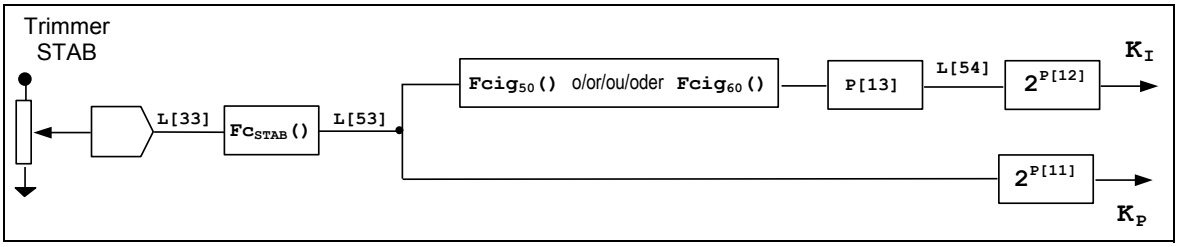
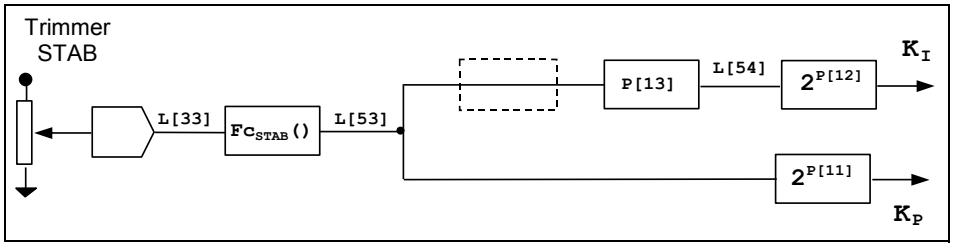
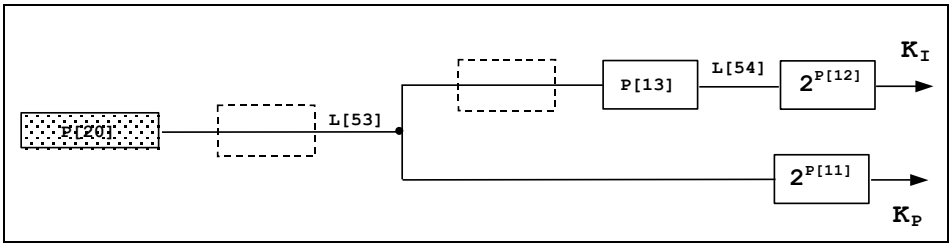

fig. 7a: drawing of the numeric elaboration of the proportional and integral gain by a DSR (standard) with the STAB trimmer enabled
fig. 7b: drawing of the numeric elaboration of the proportional and integral gain by a DSR/A with the STAB trimmer enabled
fig. 7c: drawing of the numeric elaborations of proportional and integral gain by all DSRs with STAB trimmer disabled
The numeric elaborations carried out by the DSR for obtaining the proportional and integral gain values are given in the block diagrams in figures 7a(2), 7b(2) and 7c .
If the STAB trimmer is enabled (STAB Flag Trimmer present) its angular position, available at location L[33], is transformed by the Fc_{STAB}[(2)] function into the numeric value available at location L[53][(3)] (figs. 7a and 7b). If the STAB trimmer is disabled, the value of location L[53][(3)] directly becomes the value set using the P[20] parameter (fig. 7c).
The integral gain, available at location L[54][(3)] minus the multiplication by a coefficient, depends on the value of the proportional gain at location L[53][(3)]; in the standard DSR (grey box) with the STAB trimmer enabled (STAB Flag Trimmer present) the value of location L[53][(3)] at 50Hz is transformed by the function $Fcig_{50}$[(2)] and by the multiplication of the value of parameter P[13], in the numeric value available at location L[54][(3)]; at 60Hz the transformation function is $Fcig_{60}$[(2)], different from that at 50Hz, (fig. 7a); in the other versions of the DSR (fig. 7b), for example DSR/A (blue box), or if the STAB trimmer is disabled[(4)] (fig. 7c), not only is there a difference between the integral value at 50Hz and at 60Hz, but even the value of location L[54][(3)] is obtained by simply multiplying the proportional gain at location L[53][(3)] by the value of parameter P[13].